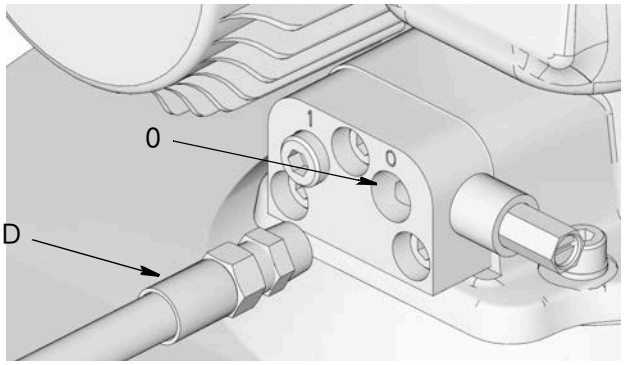

图 54: 润滑剂输出接头
3. 断开定时器 / 控制器 (F) （ 用户提供，若使用 ）。
4. 断开高压润滑剂供应管路 (D) 与排气阀或歧管的润滑剂输出接头 (0) 的连接 （ 图 54 ）。